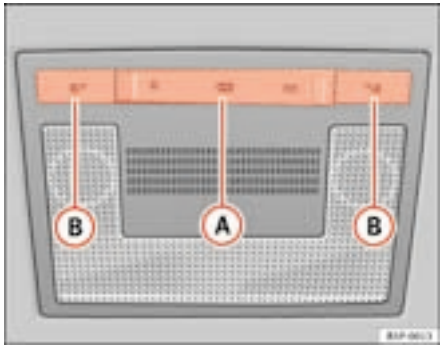

Fig. 79 Interior roof lining: front passenger compartment lighting
The switch (A) ⇒ fig. 79 is used to select the following positions:
Push the switch to the position O ⇒ page 117, fig. 79.